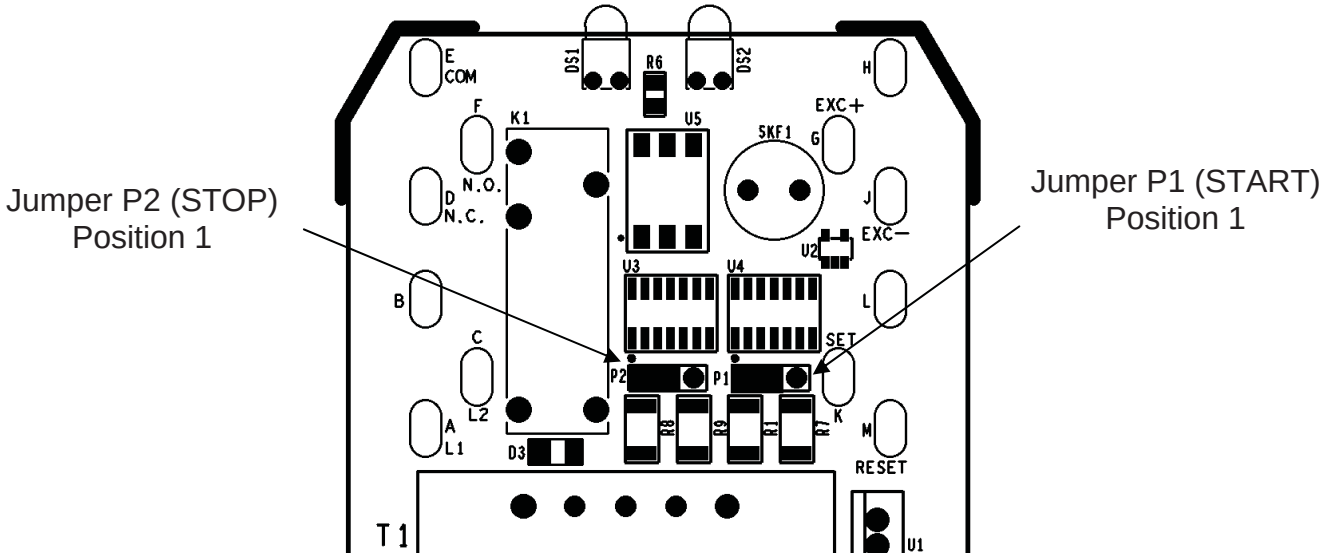

Figure 4
Note: For dry contact devices, jumpers P1 and P2 must be set to position 1 (Figure 4).
1. In NPN configuration, the corresponding jumper (P1 for START or P2 for STOP) must be set to position 1 (Figure 4).